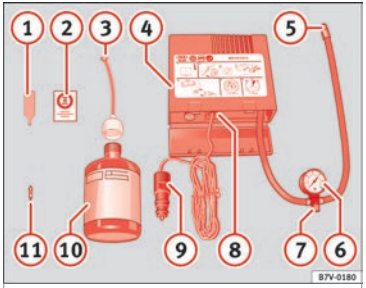

Fig. 86 Standard representation: contents of the anti-puncture kit.
The anti-puncture kit is located underneath the floor covering in the luggage compartment. It includes the following components ›› **Fig. 86**:
Screw in the inflator tube ››› Fig. 86 (5) again and check the pressure on the gauge (6).